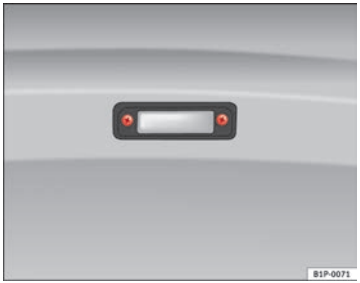

Fig. 240 Number plate light
– To remove the light cover, unscrew the bolts ⇒ Fig. 240.